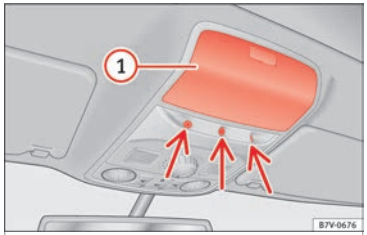

Bild 133 På takkonsolen: sensorer för kupéövervakning
Stäng förvaringsfacket ››› bild 133 (1) på takkonsolen, i annat fall kan inte fullständig kupéövervakningsfunktion (se pil) säkerställas.